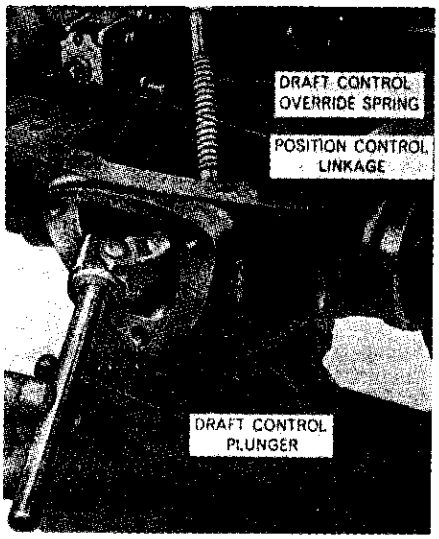

Fig. 404–Removing draft control plunger, link and override spring assembly.
Turn the lift shaft to move ram arm forward and remove the draft control plunger and override spring from rear opening in cover as shown in Fig. 404. Unbolt and remove the lift arms from lift shaft and disconnect piston rod from ram arm. Remove the lift shaft bushings (80—Fig. 405) and lift shaft (78) from lift cover, then remove the ram arm and thrust washer (76) located at right side of ram arm.